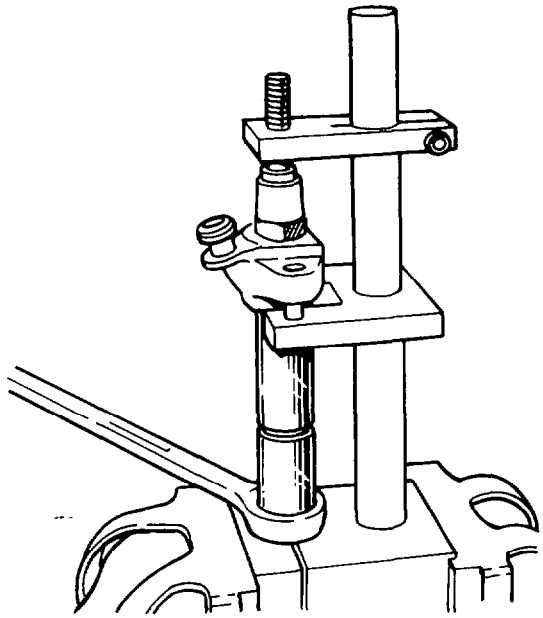

Fig. 126 — Disassembly Jig
c. Place the nozzle and holder assembly in the disassembly jig TSE 77105 and slowly loosen the cap nut until it can be removed by hand see fig. 126.